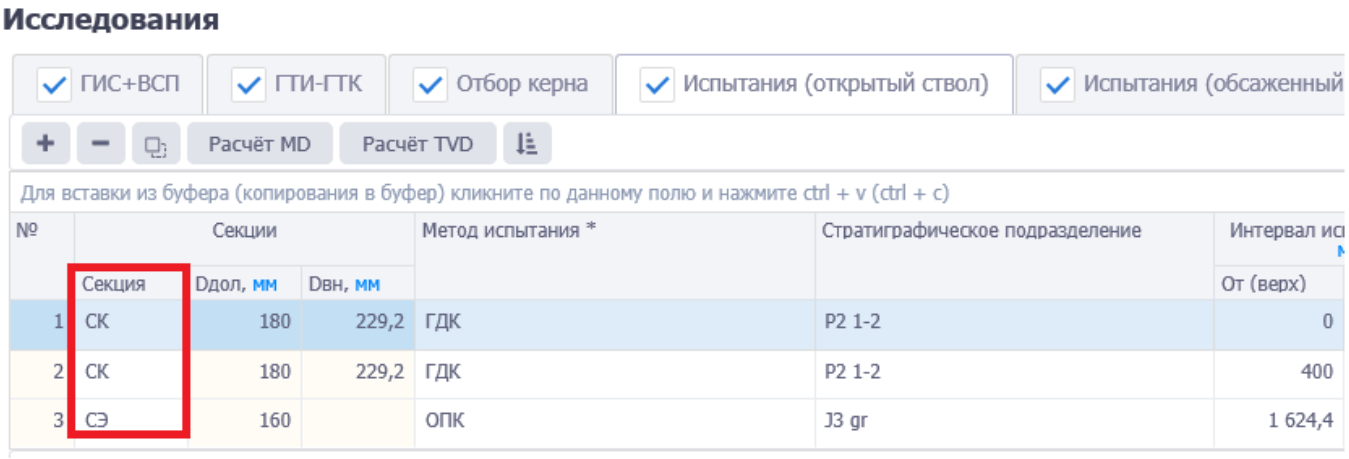

Рис. 3.151
- сортировать. По нажатию на кнопку данные будут отсортированы по секциям (рис. 3.151).